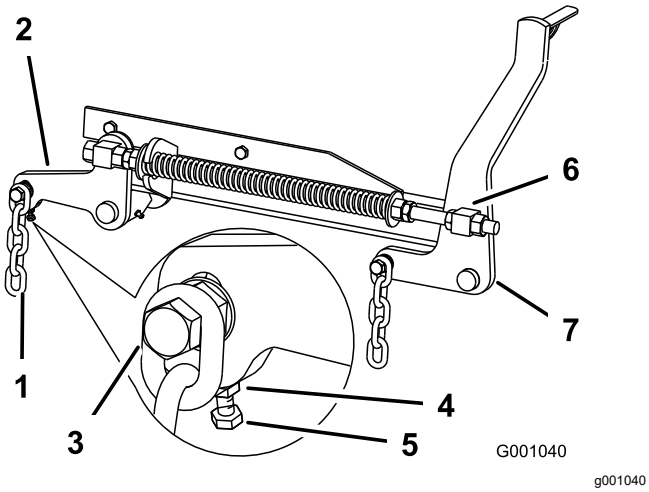

Figur 104
7. Om måtten vid punkt **B** eller **C** är felaktiga ska du lossa den skruv som håller fast den bakre kedjan vid den bakre stödarmen (Figur 104).
8. Lossa kontramuttern under den bakre stödarmen och anpassa justerskruven så att du får ett mätvärde på mellan 80 och 83 mm. Se Figur 104.
7. Lossa kontramuttrarna för de främre lekarna framtill på höger och vänster lekare ca 13 mm (Figur 104).
är 6–10 mm lägre fram vid punkt **A** än bak vid punkt **B** (Figur 104).